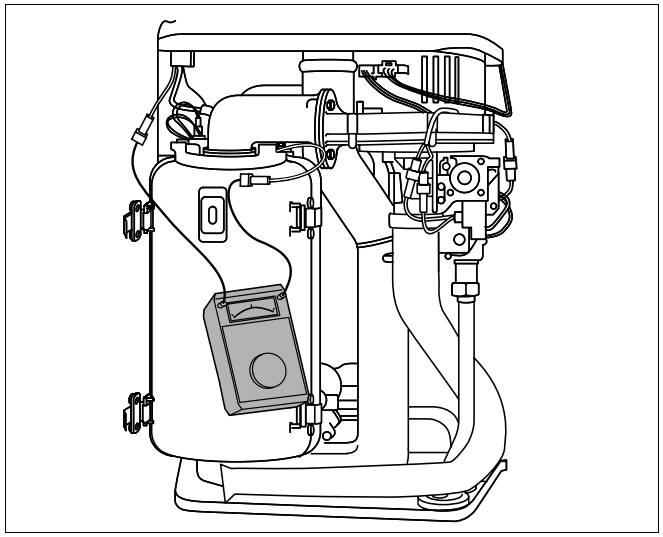

Rys. 35 Pomiar prądu jonizacji
- Rozłączyć połączenie wtykowe przewodu kontrolnego i podłączyć szeregowo przyrząd pomiarowy (rys. 35).